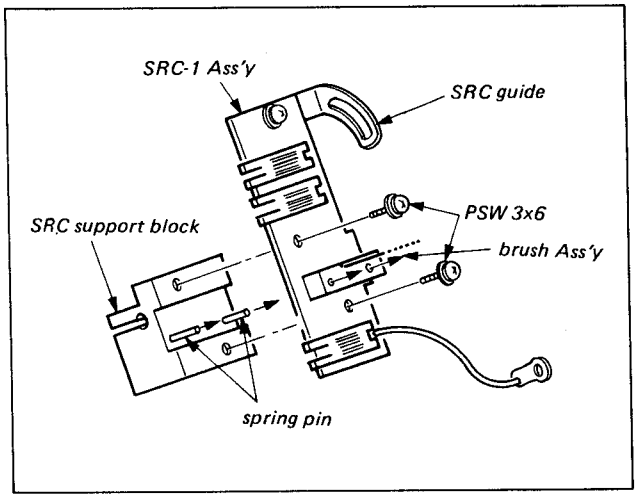

Fig. 5-15. New SRC-1 Ass'y Installation
10. Insert the spring pins of SRC Support Block into the holes of brush assembly on new SRC-1 board. And then tighten the two screws (PSW 3x6) as shown in Fig. 5-15.